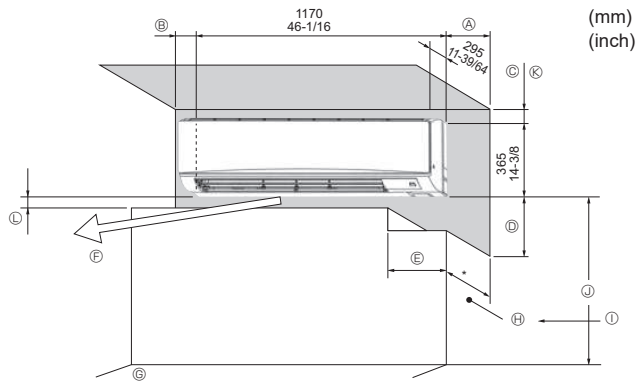

Fig. 2-1
2.1. Dimensiones exteriores (Unidad interior) (Fig. 2-1)